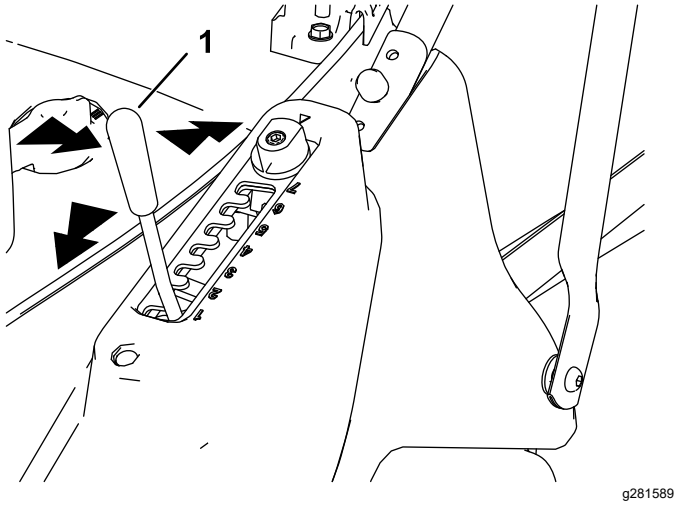

Figura 12
1. Afferrate la leva dell'altezza di taglio e tirate lateralmente per disinserirla dalla tacca di bloccaggio (Figura 12).
2. Spingete in avanti la leva per abbassare l'altezza di taglio o tiratela indietro per alzarla (Figura 12).
3. Rilasciate la leva nel punto richiesto e assicuratevi che si blocchi saldamente in 1 delle 7 tacche di regolazione (Figura 12).